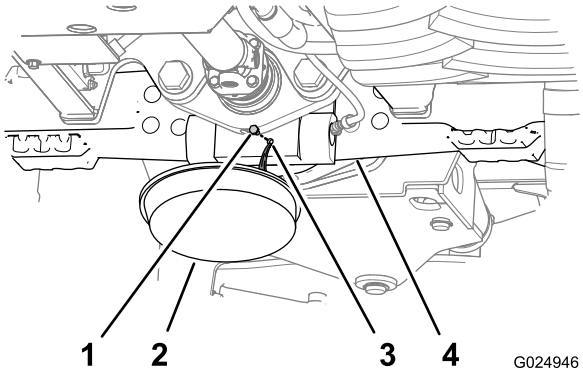
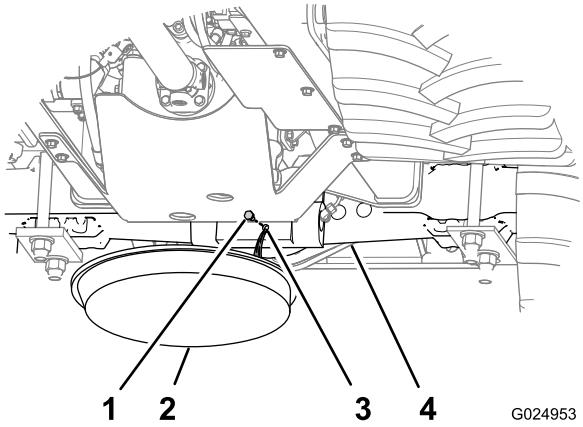

Рисунок 87
Рисунок 88
1. Поместите сливной поддон под картер ведущей шестерни моста (Рисунок 87 и Рисунок 88).
2. Отверните пробки смотрового и сливного отверстий в картерах ведущих шестерен мостов (Рисунок 87 и Рисунок 88).